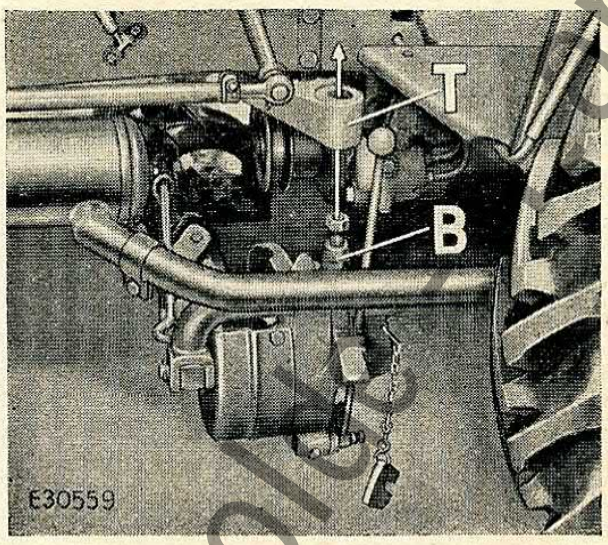
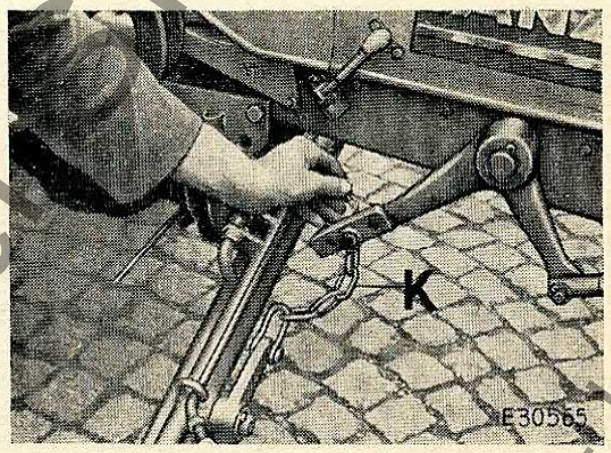

Bild 16
Bild 17
11. Das komplette Mähwerk von der linken Schlepperseite her soweit unter den Schlepper schieben, daß das Gußstück mit dem konischen Befestigungsbolzen (B, Bild 16) unter den Tragflansch (T) zu stehen kommt (es ist zweckmäßig, zuvor das Rohr vom Auspufftopf nach Lösen der Rohrschelle abnehmen); dann die Aushebekette (K, Bild 17) **mit dem letzten Glied** mittels Bolzen und Federsplint in das mittlere der drei Löcher am langen Hebelarm des Winkelhebels einhängen.